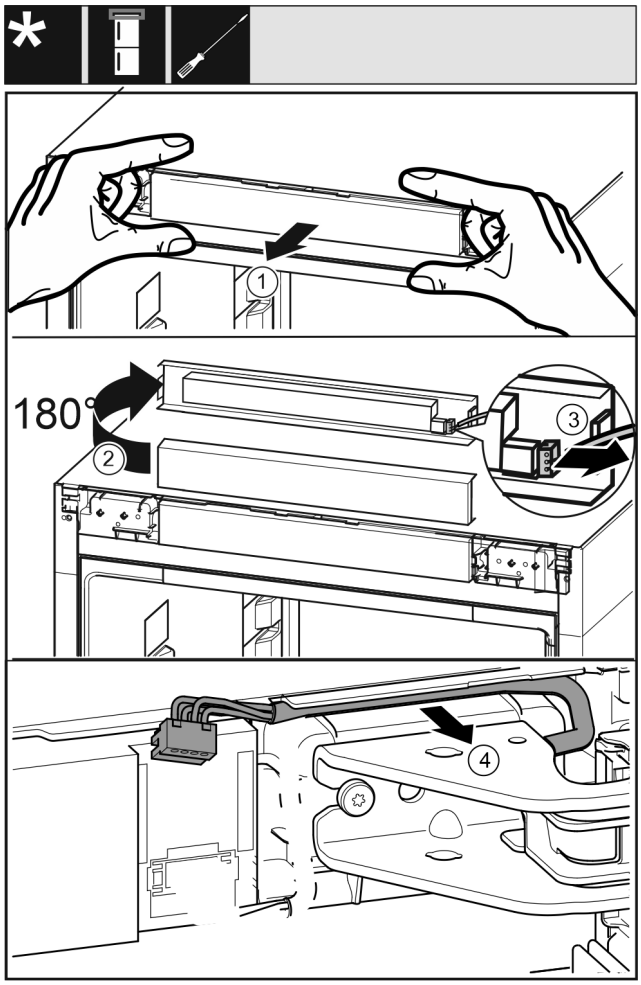

Fig. 18
- ▶ Bedieningspaneel *Fig. 18 (1)* van het apparaat voorzichtig naar voren toe losmaken.
- ▶ Bedieningspaneel *Fig. 18 (2)* naar boven met 180° draaien.
- ▶ Vergrendelingslipje *Fig. 18 (3)* naar achteren drukken en de stekker voorzichtig er uit trekken.
- ▶ Kabel *Fig. 18 (4)* middels lagerbok voorzichtig uit de geleiding losmaken.